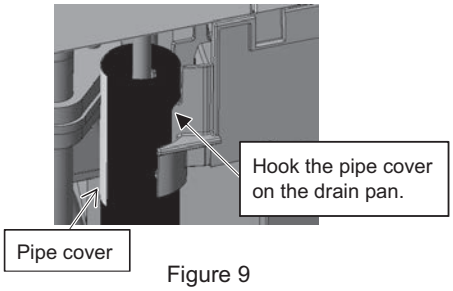

Figure 9
(3) Hook the pipe cover on the left drain pan. (See Figure 9.)